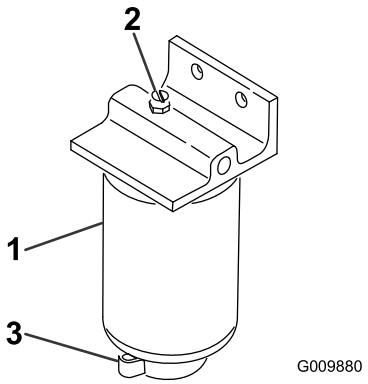

Figur 49
2. Lossa avtappningsventilen i botten på filterskålen (Figur 49).
1. Rengör området där filterskålen ska monteras (Figur 49).